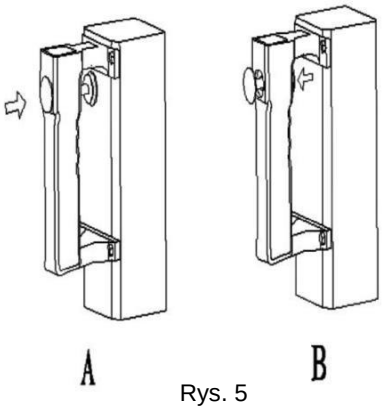

Rys. 5
- (Rys. 5), aby zablokować lub odblokować pionowe ramię (M) i ramię poziome (P). Głowica montażowa (I) jest automatycznie podnoszona o 2 - 3 mm, gdy jest zablokowana.
- Pedał pochylania (H), używany do przesuwania ramienia wywrotki (C) do tyłu lub do przodu.
- Pedał szczękowy (V), służy do otwierania lub zamykania czterech szczęk (G) na płycie montażowej.